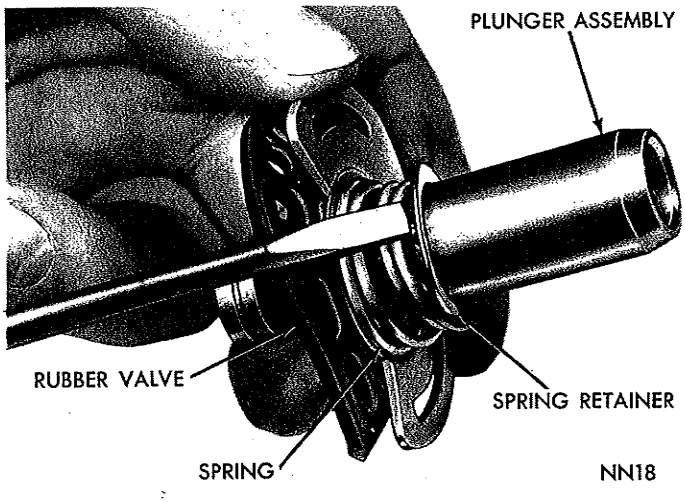

***Fig. 14—Removing or Installing the Spring Retainer***
(16) Using a screwdriver, compress spring toward rubber valve, then remove spring retainer (Fig. 14).
(2) Using a screwdriver, compress spring towards rubber valve then install spring retainer on plunger, with flange toward spring (Fig. 14).